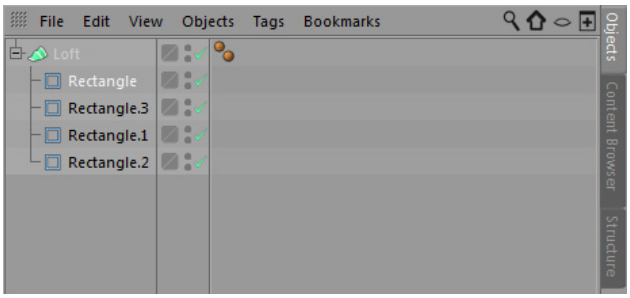
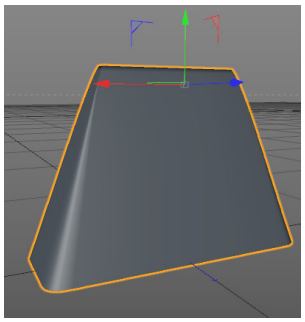

Figure 2-41 *Rectangle, Rectangle.1, and Rectangle.3 connected to Loft*
Figure 2-42 *All rectangles lofted in the Perspective viewport*
16. Connect *Rectangle.1*, *Rectangle.3*, and *Rectangle* to *Loft* in the Object Manager in the order as shown in Figure 2-41;a lofted surface resembling the shape of a hand bag is created in the Perspective viewport, as shown in Figure 2-42.